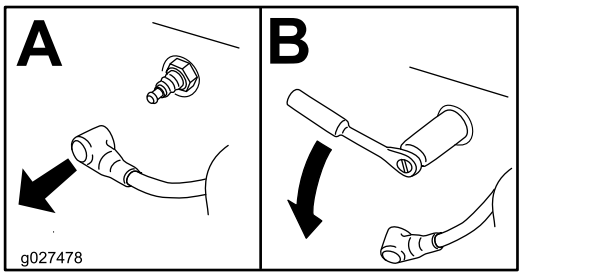

**Figuur 28**
4. Verwijder de bougie(s) zoals wordt getoond in Figuur 28.